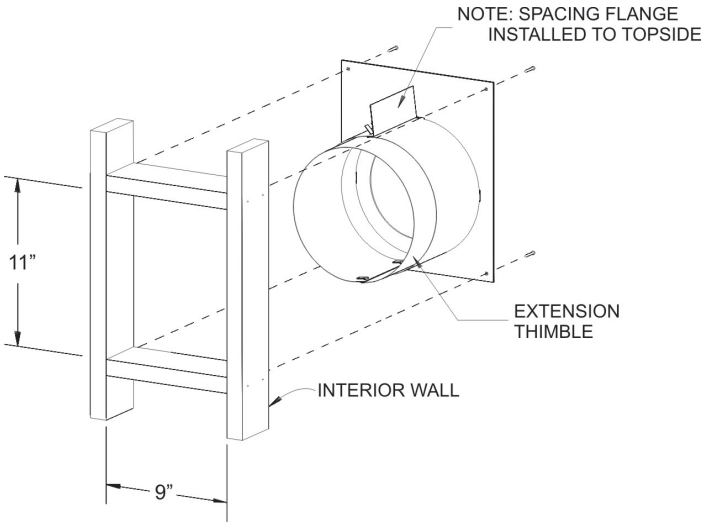

**Figure 37**
2. Cut hole in wall for wall thimble/firestop assembly into your combustible wall. **See Figure 37.** Note: On brick or block exterior wall a 7" (178 mm) diameter hole needs to be cut.
Measure the total wall thickness to determine whether or not the extension thimble is to be used. If the combustible wall depth is over 5 3/8" (137 mm), then the extension thimble should be used. **See Figure 37**.
3. Install the wall thimble assembly through the framed opening so the firestop plate is on the interior wall. **See Figure 37.** Telescope section should extend all the way through the exterior wall. Attach with (4) 10 x 1" screws.